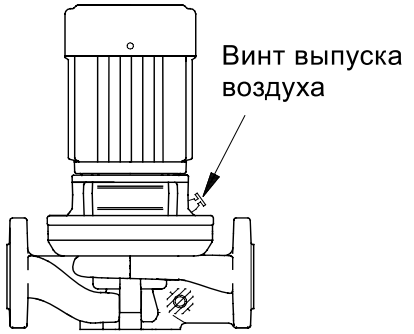

Рисунок 6 –Выпуск воздуха из насоса
1. Закрыть задвижку на стороне нагнетания насоса и открыть винт воздухоотводчика в промежуточном корпусе насоса (рис. 6).
2. Отвернуть винт выпуска воздуха (рис. 6).
3. При пуске из насоса нужно удалить воздух, ослабив для этого расположенный в промежуточном корпусе насоса винт выпуска воздуха до тех пор, пока из отверстия для выпуска воздуха не потечет рабочая жидкость (рис. 6).